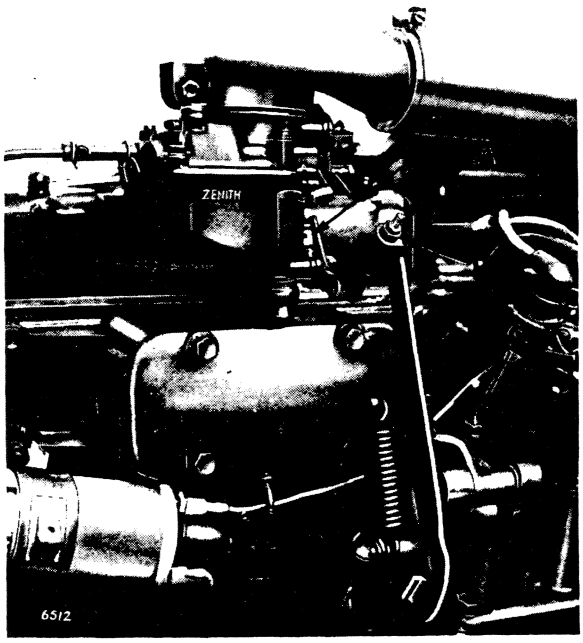

Figure 43. GOVERNOR ADJUSTMENT
6. After releasing locknut, unscrew governor thrust button then slowly screw the button inwards until it just makes contact with governor push rod, then *screw in a further one-and-a-quarter turns* and tighten locknut. (Fig. 43.)